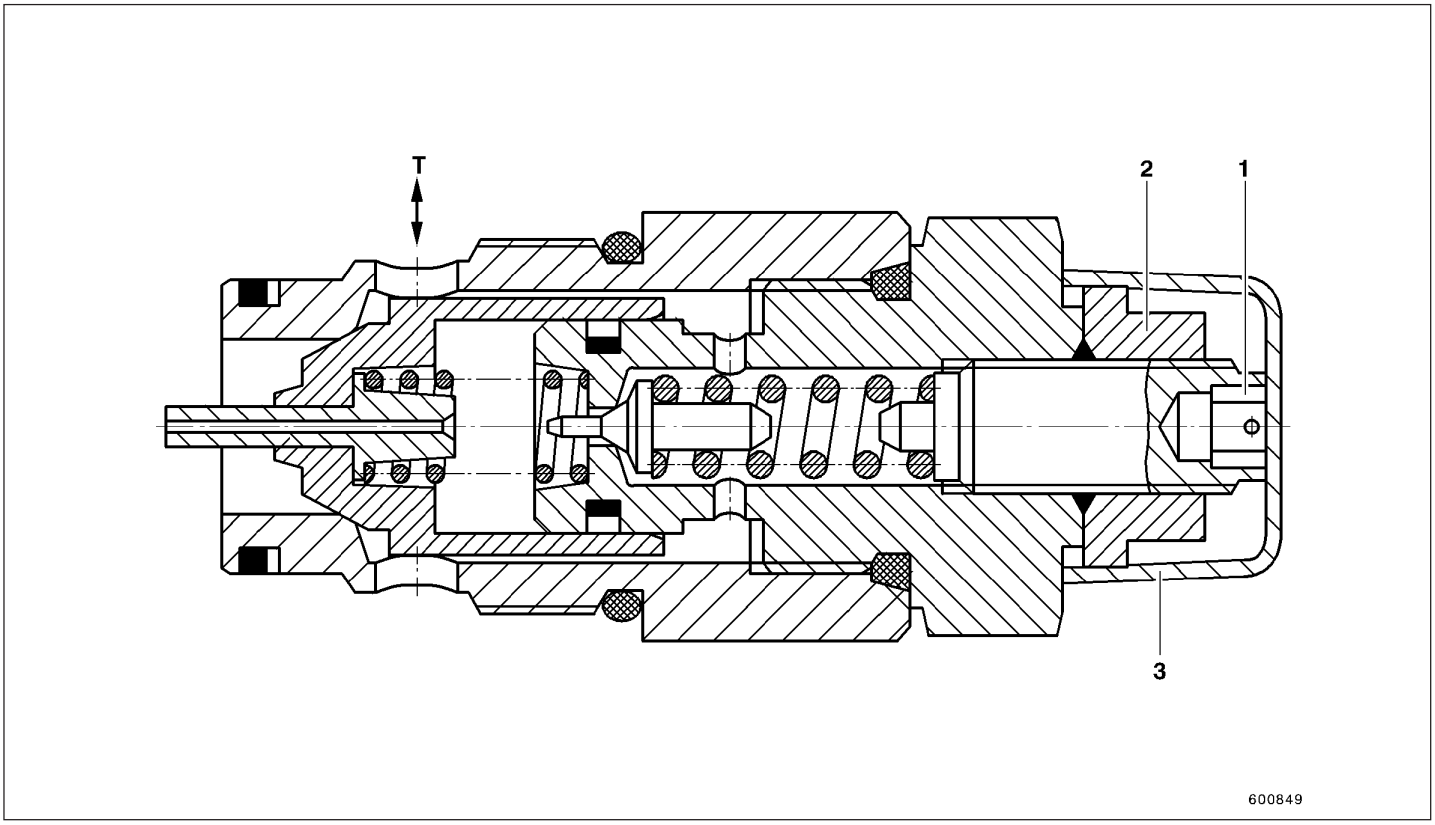

Fig.6
- Remover a tampa (3, Fig. 6).
- Desatarraxar a porca-trava (2), segurando-a contra o parafuso de trava (1) com uma chave Allen.
- Ajustar lentamente o parafuso de trava (1).